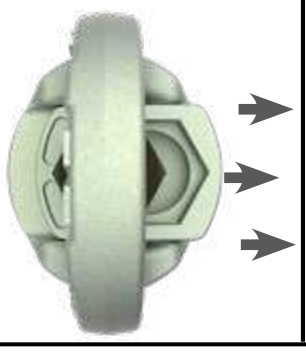
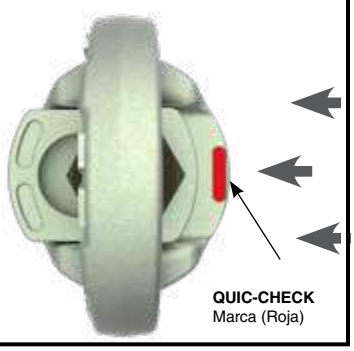

Figura 1
Figura 2
- **Para verificar,** busque la superficie indentada (roja) en el asa. Una marca visible **QUIC-CHECK** (Figura 2) significa que la traba corredera y el perno están ajustados para la instalación. Cuando el Punto de Izaje está correctamente instalado, mueva la traba corredera a la posición de izaje (Figura 1).
- Nunca levante carga si está visible el indicador Rojo QUIC-CHECK. (Figura 2)
- Mueva la traba corredera a la posición de instalación, de modo que los cuatro lados de la cabeza del perno queden conectados. (Figura 2)
• Antes de aplicar cualquier carga, asegúrese de que la traba corredera haya sido movida hacia atrás a la posición de izaje y que el asa esté libre para rotar. (Figura 1)
• Mueva la traba corredera a la posición de instalación, de modo que los cuatro lados de la cabeza del perno queden conectados. (Figura 2)